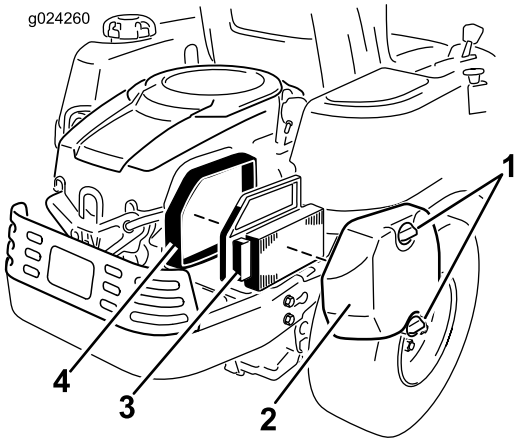

Figur 34
1. Afmonter luftfilterdækslet (Figur 34).
2. Afmonter luftfilterindsatsen med de integrerede gummitætning (Figur 34).
5. Monter luftfilterindsatsen med den foldede side udad, og sæt gummitætningen på luftfilterbundens kanter (Figur 34).
6. Monter luftfilterdækslet, og fastgør det med de to knapper (Figur 34).